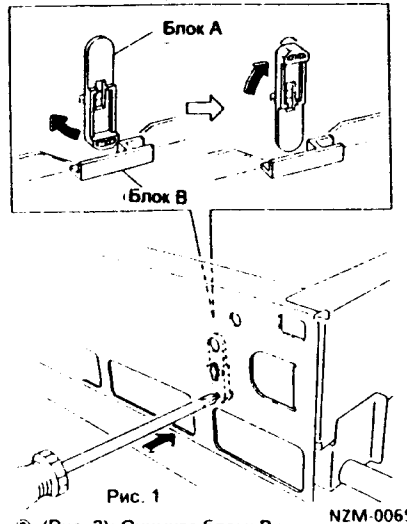

Рис. 1 NZM-0065
①. (Рис. 1): Выжмите выступ блока А из отверстия и поверните блок А на 180 градусов (спереди и сзади).